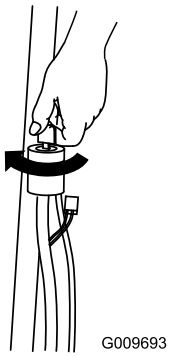
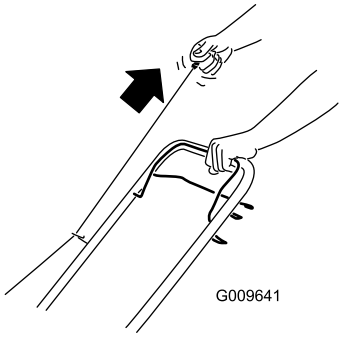

Figur 11
Figur 12
2. Vrid tändningsnyckeln (Figur 11) eller dra i startsnöret (Figur 12).